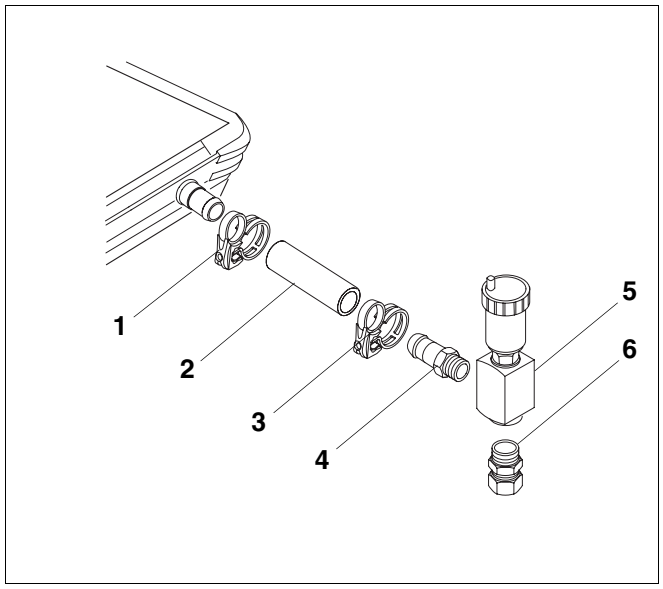

*Afb. 5 Aansluiting aan de collector*
- Schroef de rechte klemringschroefkoppeling R¾ × 15 mm (afb. 5, **Pos. 6**) in de luchtafscheider (afb. 5, **Pos. 5**).